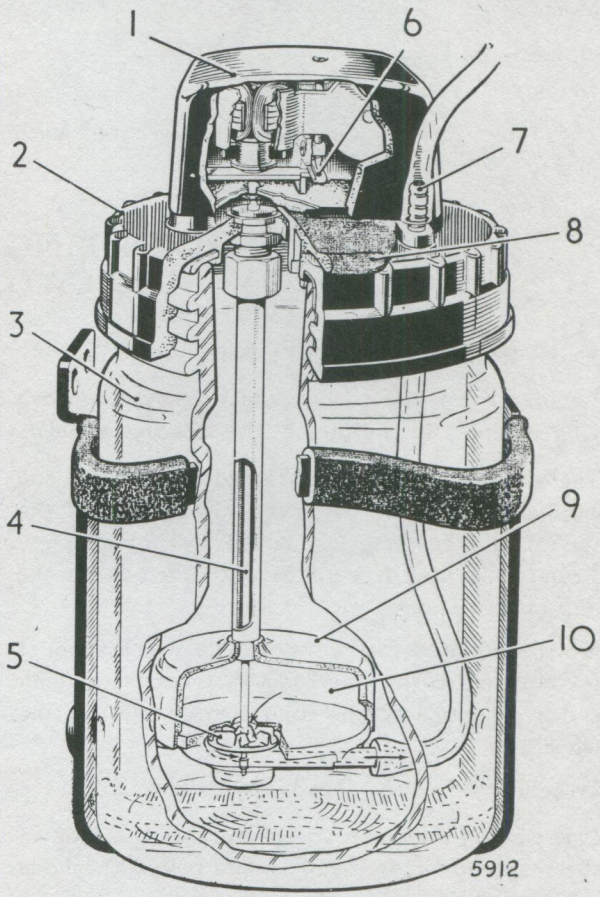

Fig. 41. *Cutaway view of Lucas Screenjet*
KEY TO FIG. 41
The underside of the rubber filler cap (8) (Fig. 41) forms a measure. Add two measures of denatured alcohol per container of water, USE NO OTHER ADDITIVES WHATSOEVER.